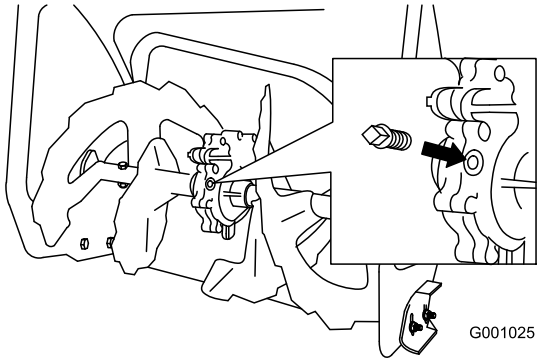

Figur 47
2. Rengör området runt rörpluggen (Figur 47).